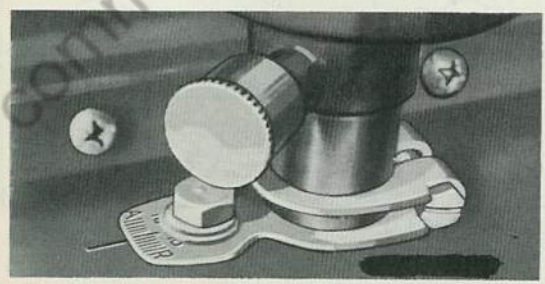

Fig. 3 Distributor Manual Advance
2. **Manual Advance**—In addition to automatic advance control, manual advance, Fig. 3, is provided by which initial setting may be varied to suit quality of fuel used. Bear in mind, that advance specifications on this distributor are determined after careful test and with the use of high grade fuel. Because of various grades of fuel which may be used, slight readjustment of initial setting may be necessary to obtain satisfactory engine performance and fuel economy. Refer to Paragraph 3 for instruction regarding this manual advance.
4. Set manual adjustment (Fig. 3) so that mark on block is mid-way between advance and retard. Tighten manual adjustment bolt.